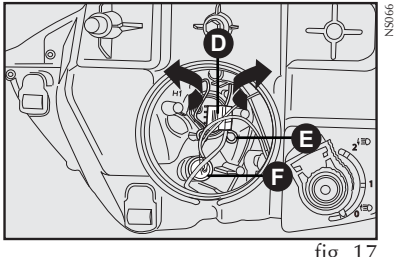

fig. 17
- Retirar o conector elétrico **D-fig. 17** puxando-o;
- Puxar as presilhas **E-fig. 17** e abri--las lateralmente para fora conforme indicado pelas setas;
- Recolocar as presilhas **E-fig. 17** puxando-as e fechando-as lateralmente para dentro;
- Recolocar o conector elétrico **D -fig. 17**;
- Retirar o porta-lâmpadas **F-fig. 17** puxando-o;
- Recolocar o porta-lâmpadas **F-fig. 17** empurrando para dentro até travá-lo;